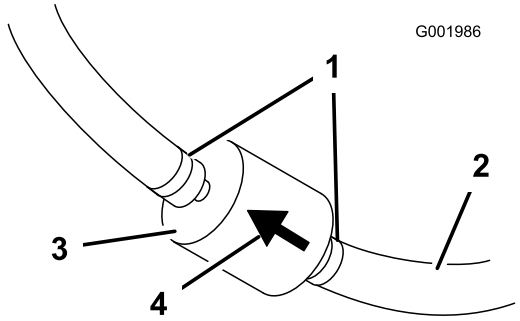

**Figur 31**
5. Klem slangeklemmernes ender sammen, og skub dem væk fra filteret (Figur 31).